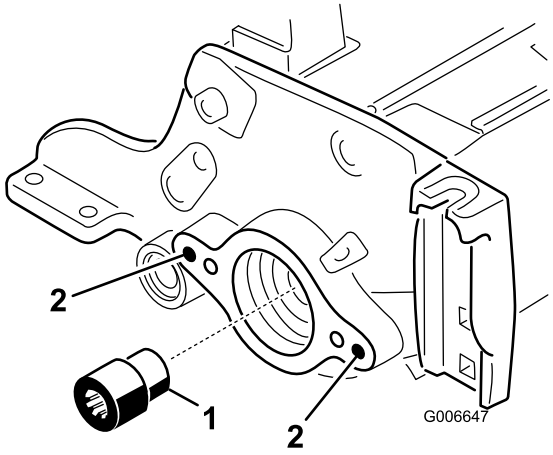

Figur 22
19. Ved hjælp af værktøjet til knivcylinderens drivaksel fjernes den notede indsats fra knivcylindermotorens ende af knivcylinderakslen (Figur 22). Brug værktøj
20. Monter den nye (længere) notede indsats på knivcylinderakslen (Figur 22). Påfør blå Loctite på indsatsens gevind, før montering. Spænd til 115-129 N·m.